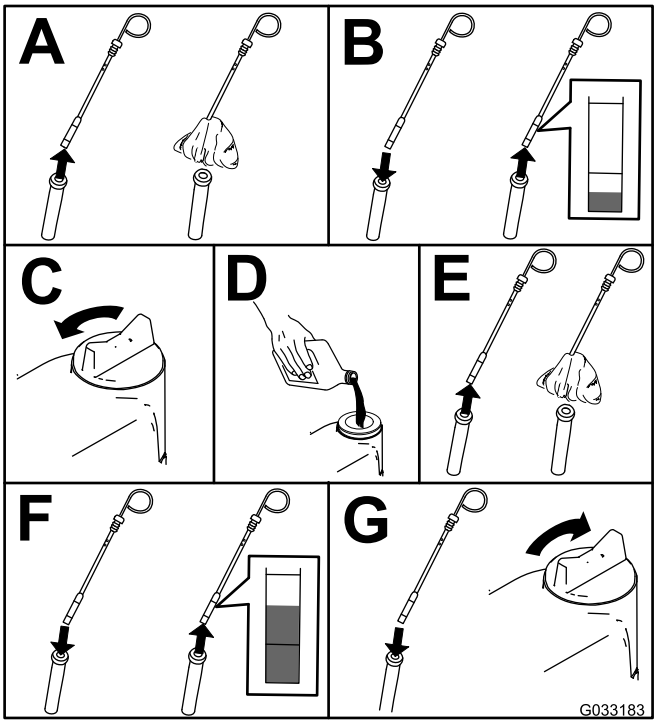

Figuur 48
2. Motoroliepeil controleren (Figuur 48).